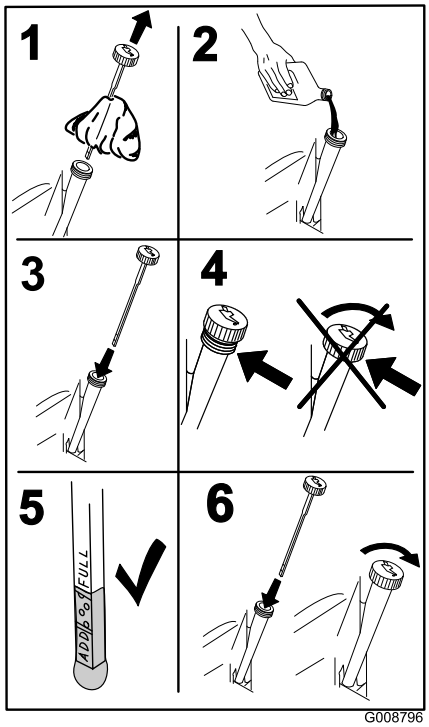

Figuur 38
5. Giet langzaam ongeveer 80% van de gespecificeerde olie in de vulbuis en voeg langzaam de rest van de olie toe tot het peil de markering **Vol** bereikt (Figuur 38).